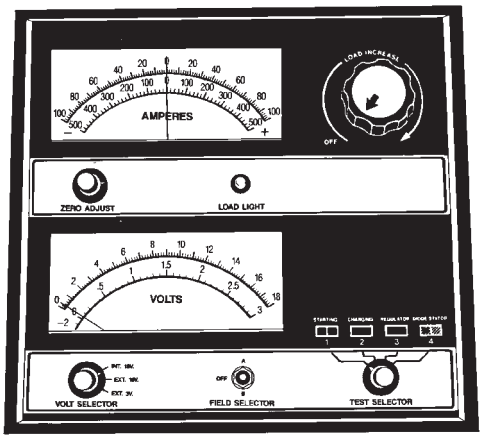
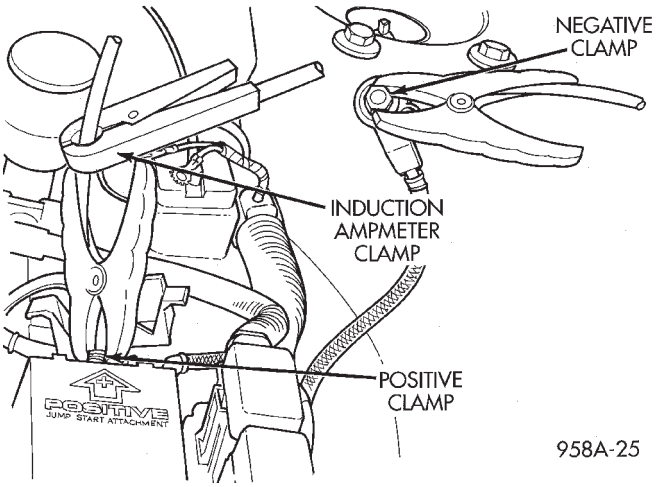

Fig. 5 Volt-Ammeter-Load Tester
Fig. 6 Volt-Ammeter-Load Tester Connections
(2) Use a suitable Volt/Ammeter/Load tester connected between remote battery terminals (Fig. 5) and (Fig. 6). Check the open circuit voltage of the battery. Voltage should be equal to or greater than 12.4 volts. If below 12.4 volts charge battery, perform the same test at the battery. Remove both battery cables the negative cable first. If the voltage is still below 12.4 perform Battery Charging procedures.